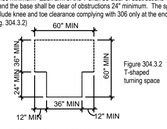

Figure 304.3.2
D. The T-shaped turning space shall be a T-shaped space within a 60" square minimum with arms and base 36" wide minimum. Each arm of the T shall be clear of obstructions 12" minimum in each direction and the base shall be clear of obstructions 24" minimum. The space shall be permitted to include knee and toe clearance complying with 306 only at the end of either the base or one arm. (Fig. 304.3.2)